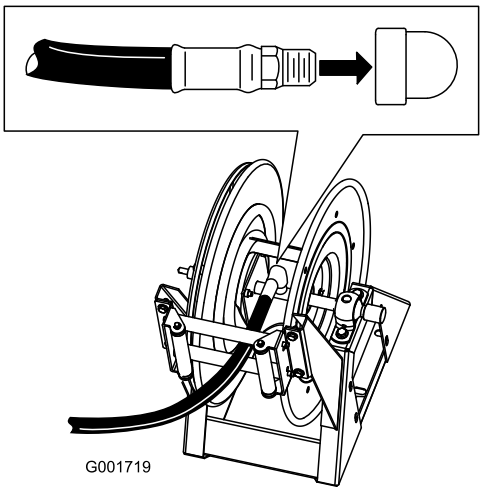

Figur 17
1. Linda teflontejp runt slangkopplingens gängor på den långa slangen och montera kopplingen i den anslutande slangen på slangvindan (Figur 17).